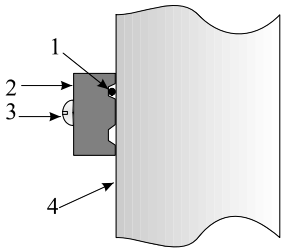

Рис. 10.13
10.2.2 ВП 1 натянуть с усилием 10 кг и закрепить его (руководствуясь п. 10.1.5) последовательно в верхней части стойки 4 с помощью прижимов 2 и винтов (шурупов) 3 в соответствии с рис. 10.13.